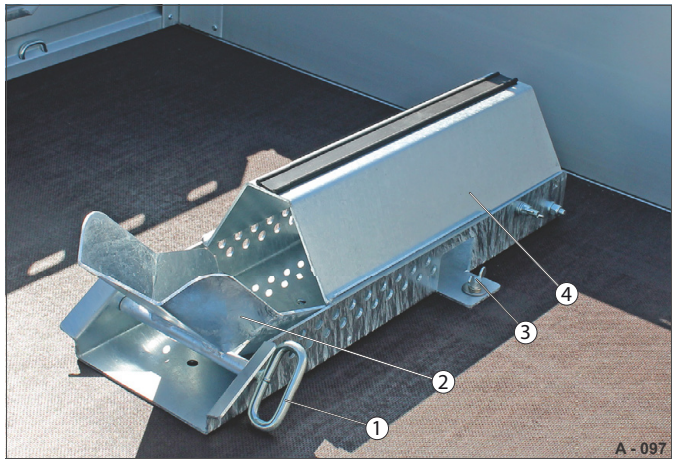

Abb. 99 Stojan na motorku složený
Upevnění je zajištěno na ložné ploše formou šroubového spoje s křídlovými maticemi (Abb. 99/3).
▶ Odjistěte a sklopte dorazovou desku (Abb. 99/4) nahoru.
▶ Zajistěte nájezdovou desku pomocí zásuvných kolíků (Abb. 99/1) a pružinového konektoru (Abb. 100/1).